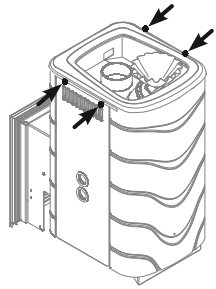

Рисунок 7. Саморезы для демонтажа рамки конвектора печи
1. Снять рамку конвектора, открутив 4 самореза (рисунок 7);